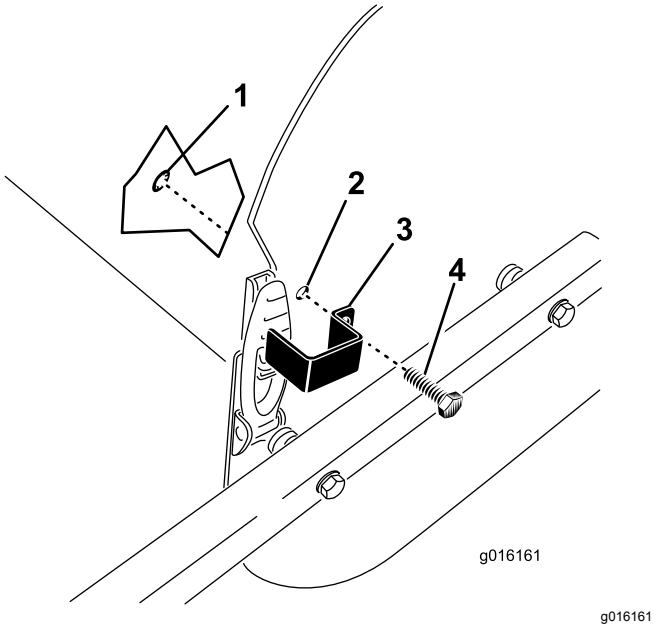

Figur 35
1. Placer låsepladen over motorhjelmslåsen, mens monteringshullet rettes ind efter hullet i sidepladen (Figur 35).
2. Fastgør låsepladen på sidepladen med en fransk skrue og en låsering (Figur 35).